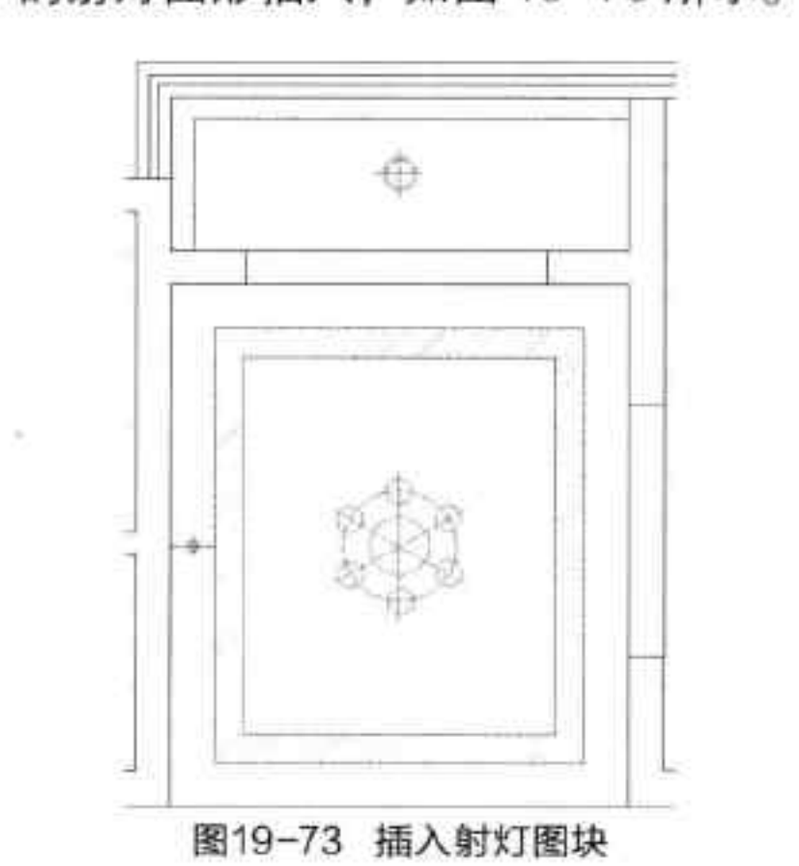

图19-73 插入射灯图块
Step 20 再次执行“插入块”命令，选择灯具图块中的射灯图形插入，如图 19-73 所示。